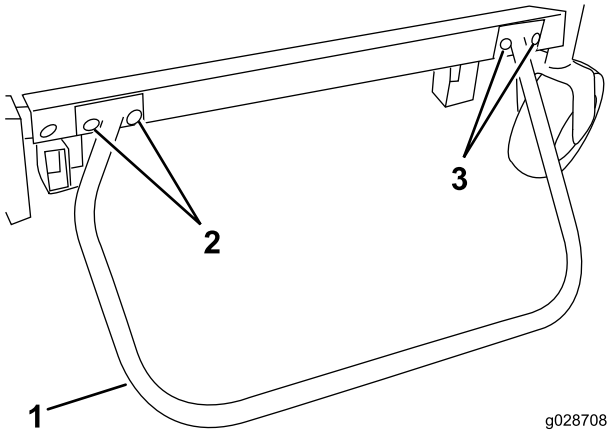

Bild 17
2. Entfernen Sie an der rechten Seite des Trägerrahmens die zwei vorderen Kopfschrauben (1/2-13" x 1-1/2") und befestigen den Trägerrahmen am Hubarm (Bild 17).
4. Montieren Sie die Stoßstange und befestigen sie mit zwei Kopfschrauben (1/2–13" x 1–1/2") an der Hubarm-/Trägerrahmenverbindung und zwei Sicherungsbundmuttern (3/8–16") an der vorderen Halterung. Ziehen Sie die Kopfschrauben (1/2-13" x -1-1/2") bis auf 95-108 Nm an (Bild 17).